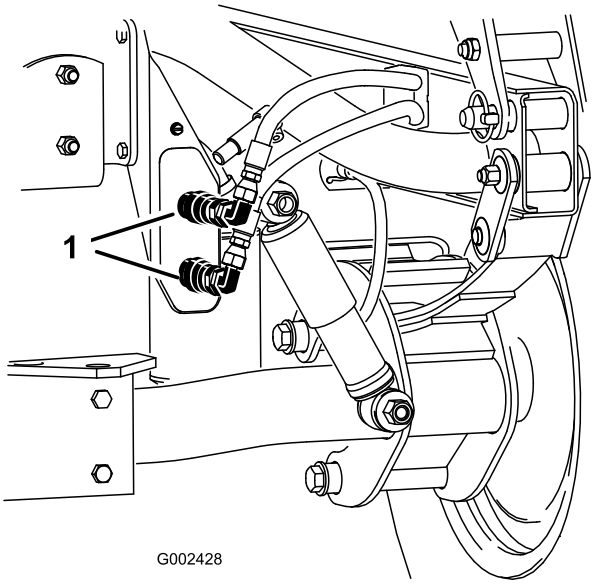

Figura 79
- En ambos vehículos, desconecte los dos manguitos de acoplamiento rápido de los manguitos fijados al soporte de acoplamiento (Figura 79).